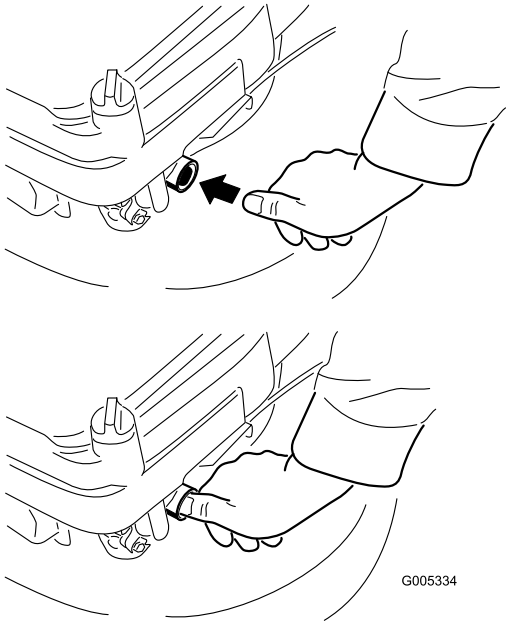

Bild 12
2. Drücken Sie die Kaltstarthilfe einmal kräftig mit dem Daumen (Bild 12).